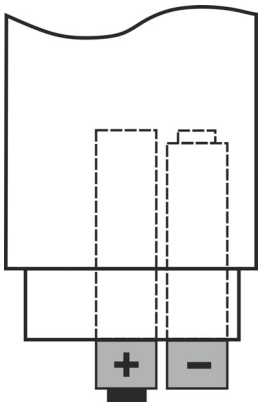

Fig. 11: Substituição das pilhas
3. Inserir as pilhas novas do mesmo tipo (consultar o § 7.1.2) respeitando as polaridades indicadas (ver Fig. 11).